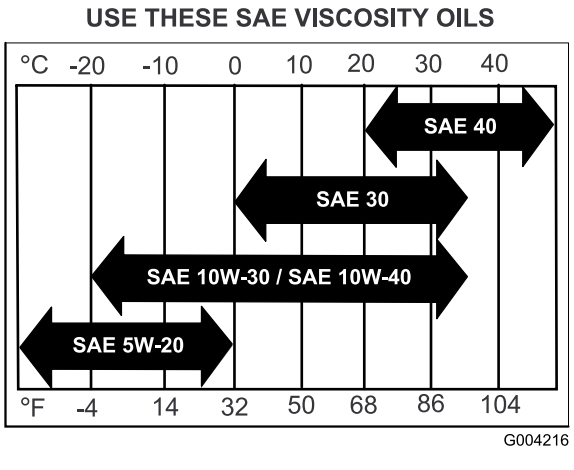

**Figuur 34**
**Viscositeit:** Zie tabel (Figuur 34).